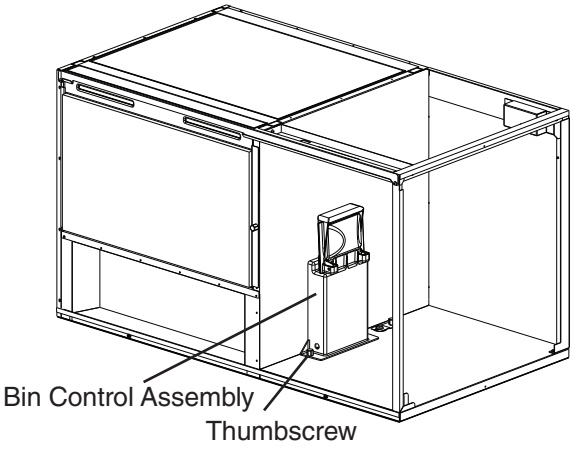

**Fig. 3**
2) Remove the thumbscrew and bin control assembly from inside the icemaker. See Fig. 3.